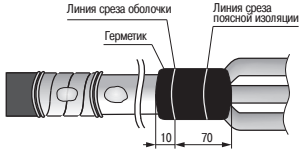

Рисунок 7
4.19 Обмотать длинную ленту герметика по краю металлической оболочки с заходом на 10 мм на оболочку и на 70 мм по жилам кабеля, удаляя разделительную бумагу (рисунок 7).